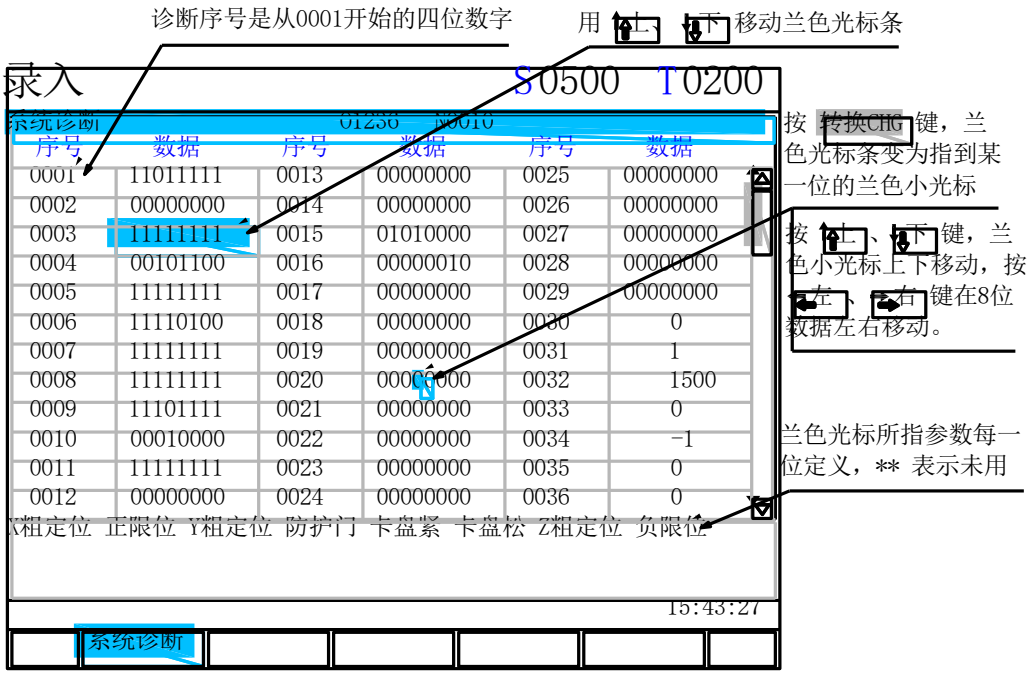

图 3-1
此诊断部分数据不可修改，检测且反映 CNC：①输入口实时状态、是否有效，②输出实时状态，③按键状态，④内部运行状态数据；显示画面如下图 3-1